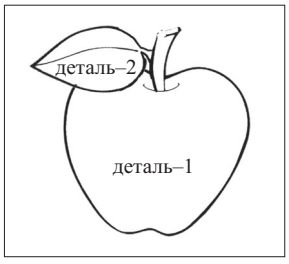

Рис. 3. *Эскиз для аппликации*
1. Переведите рисунок для аппликации *(рис. 3)* на прозрачную бумагу остро заточенным простым карандашом.